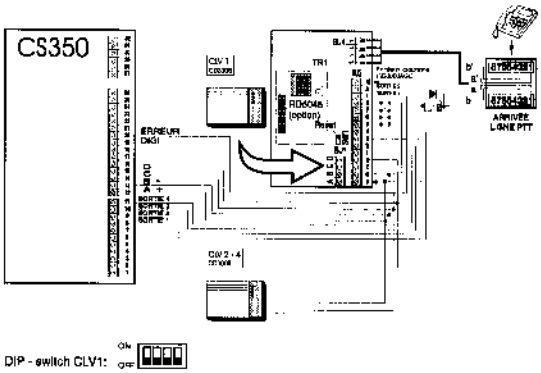

Figure 1
- Brancher le transmetteur sur la carte CS350 comme illustré figure 1.